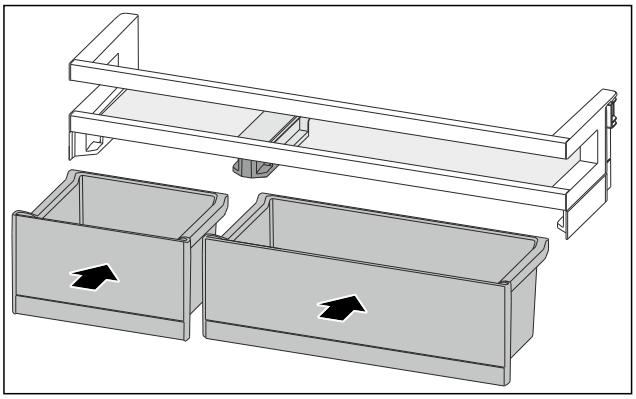

Fig. 117
▶ Introduceți VarioBox-urile dispuse invers. (vezi Fig. 117)